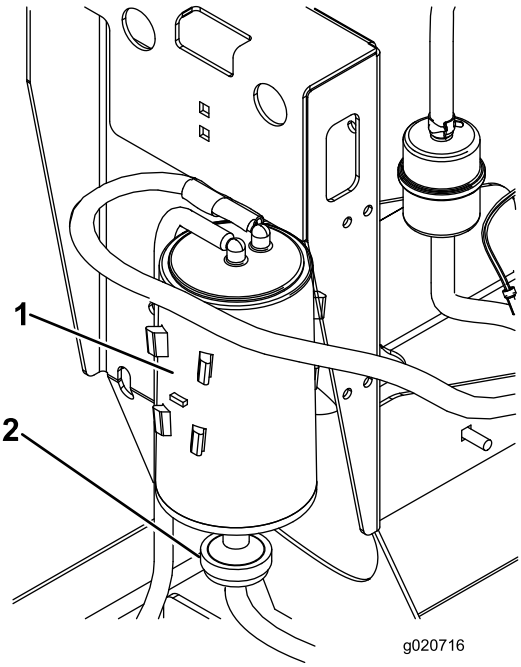

Figur 21
2. Frakobl slangen fra kulfilterbeholderens luftfilter (Figur 21).
3. Fjern og kassér kulfilterbeholderens luftfilter (Figur 21).